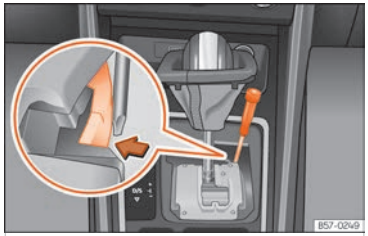

Fig. 93 Palanca selectora: desbloqueo de emergencia en la posición de aparcamiento.
- Con ayuda de la parte plana de un destornillador, presione lateralmente la pestaña amarilla y manténgala presionada ››› fig. 93.